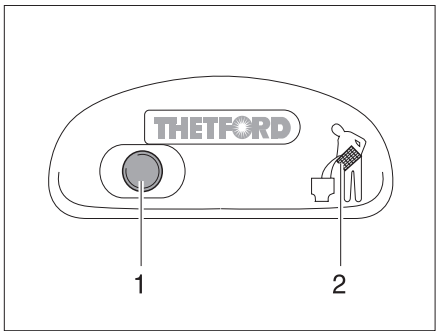

Fig. 140 Flush button/indicator lamp Thetford toilet
- For flushing, press the blue flush button (Fig. 140,1).
The indicator lamp (Fig. 140,2) goes on whenever the Thetford cassette has to be emptied.